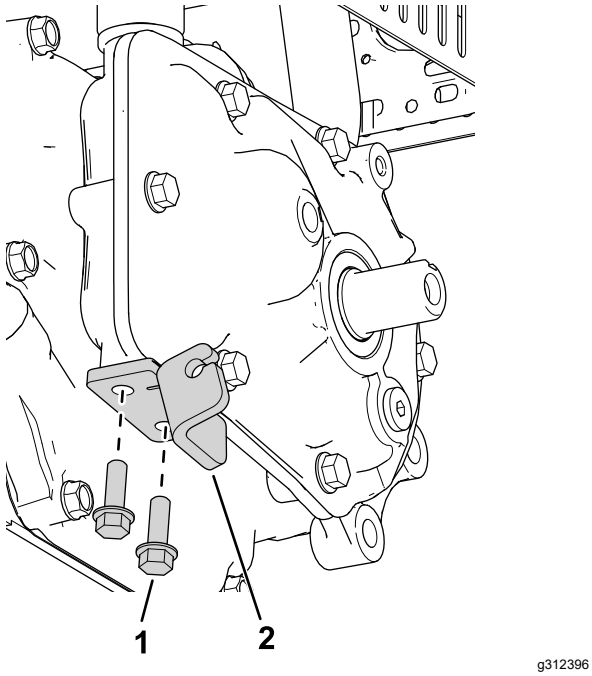

Figur 1
1. Montera kopplingsplattan med två skruvar (¼ x ¾ tum) enligt Figur 1.